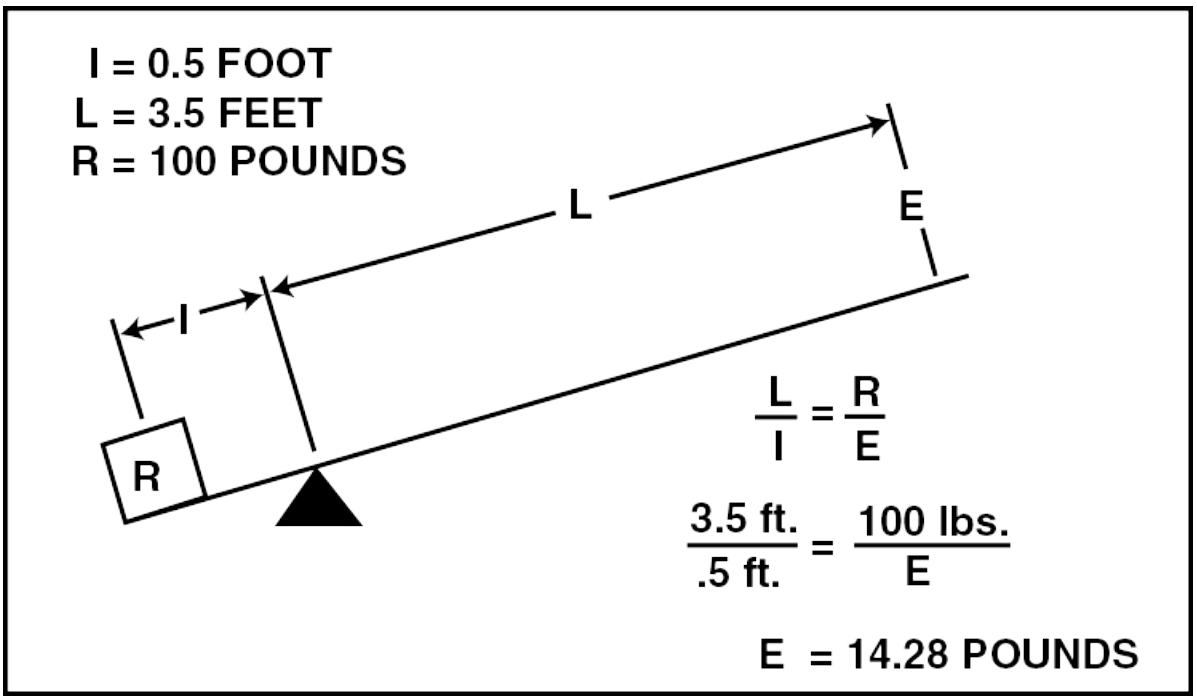

Figure 2-9. The effort required to lift a weight using a first-class lever is determined by balancing the moments on each end of the fulcrum.
Figure 2-9 illustrates a practical application of a first-class lever. The end of a four-foot bar is placed under a 100-pound weight, so the fulcrum is one-half foot from the weight's center of gravity. This leaves three and one half feet between the weight and the point at which the force, or effort is applied. When effort (E) is applied, it acts in the direction opposite the weight's movement. To calculate the amount of effort required to lift the weight, you must calculate the moments on each side of the fulcrum. This is done using the formula: